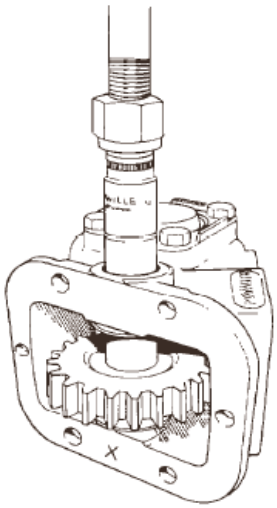

Figure 2 Removing Idler Shaft
f. Install the PTO housing in a press and remove the idler shaft using the press and an adapter (Figure 2).